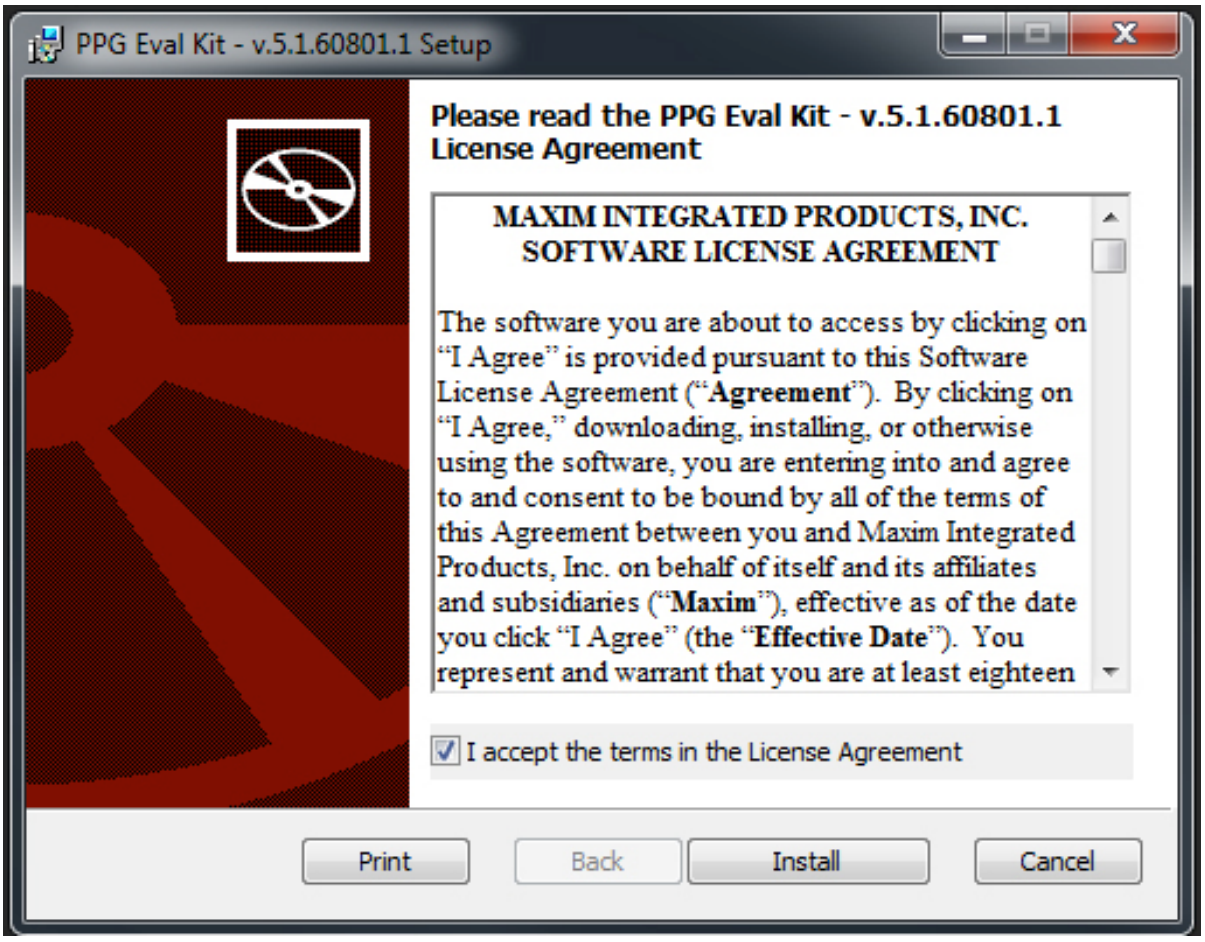
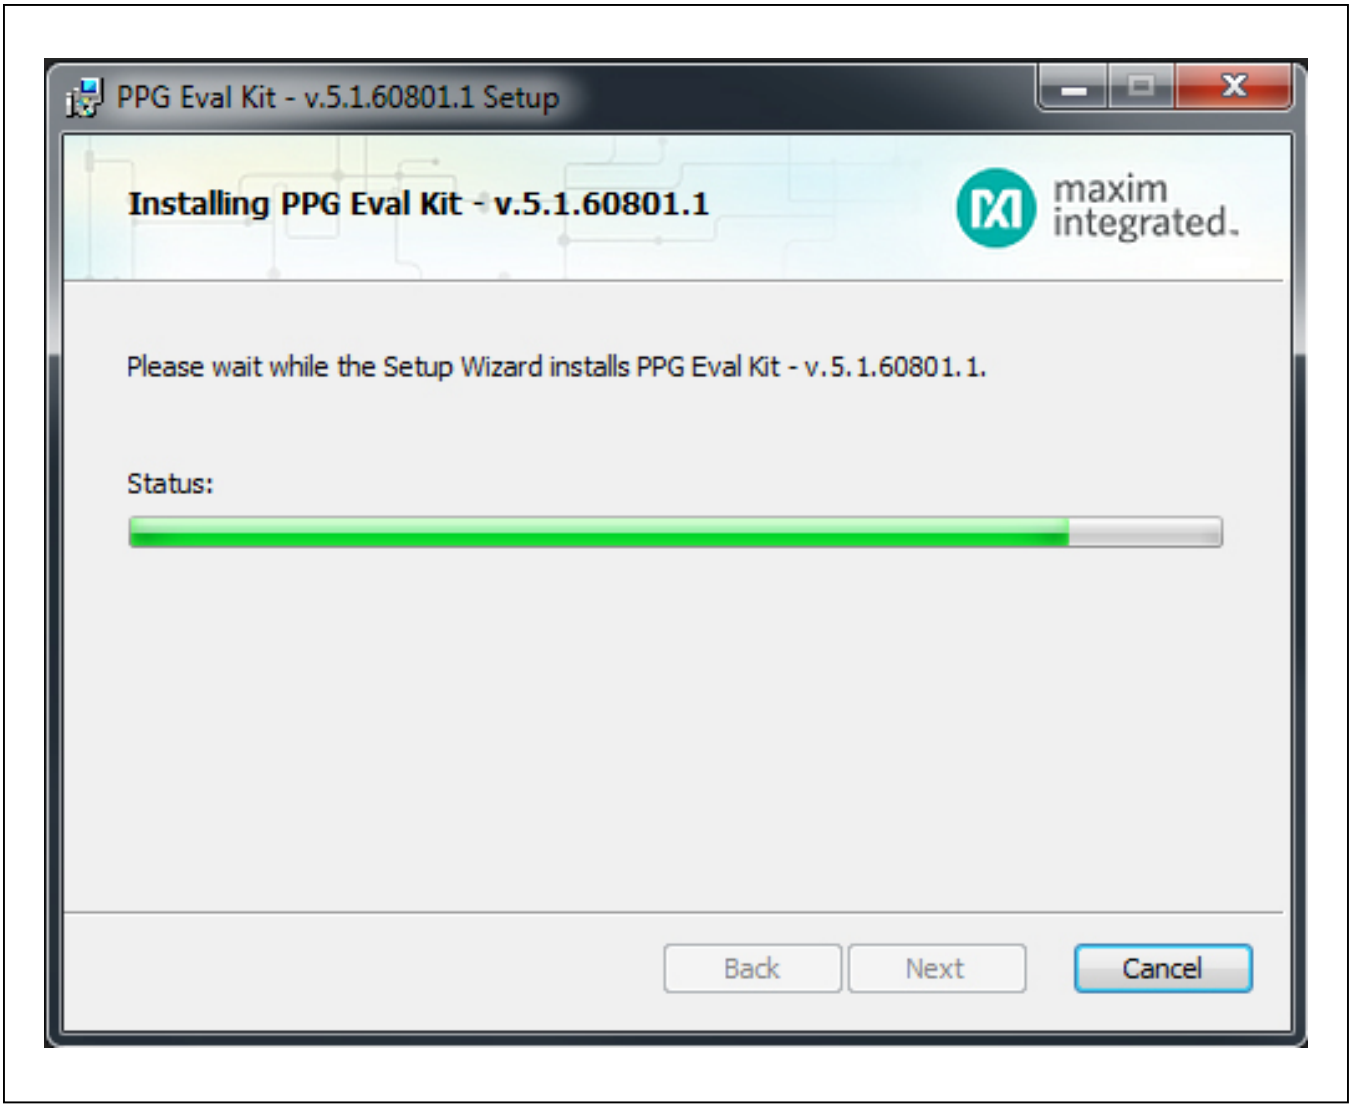
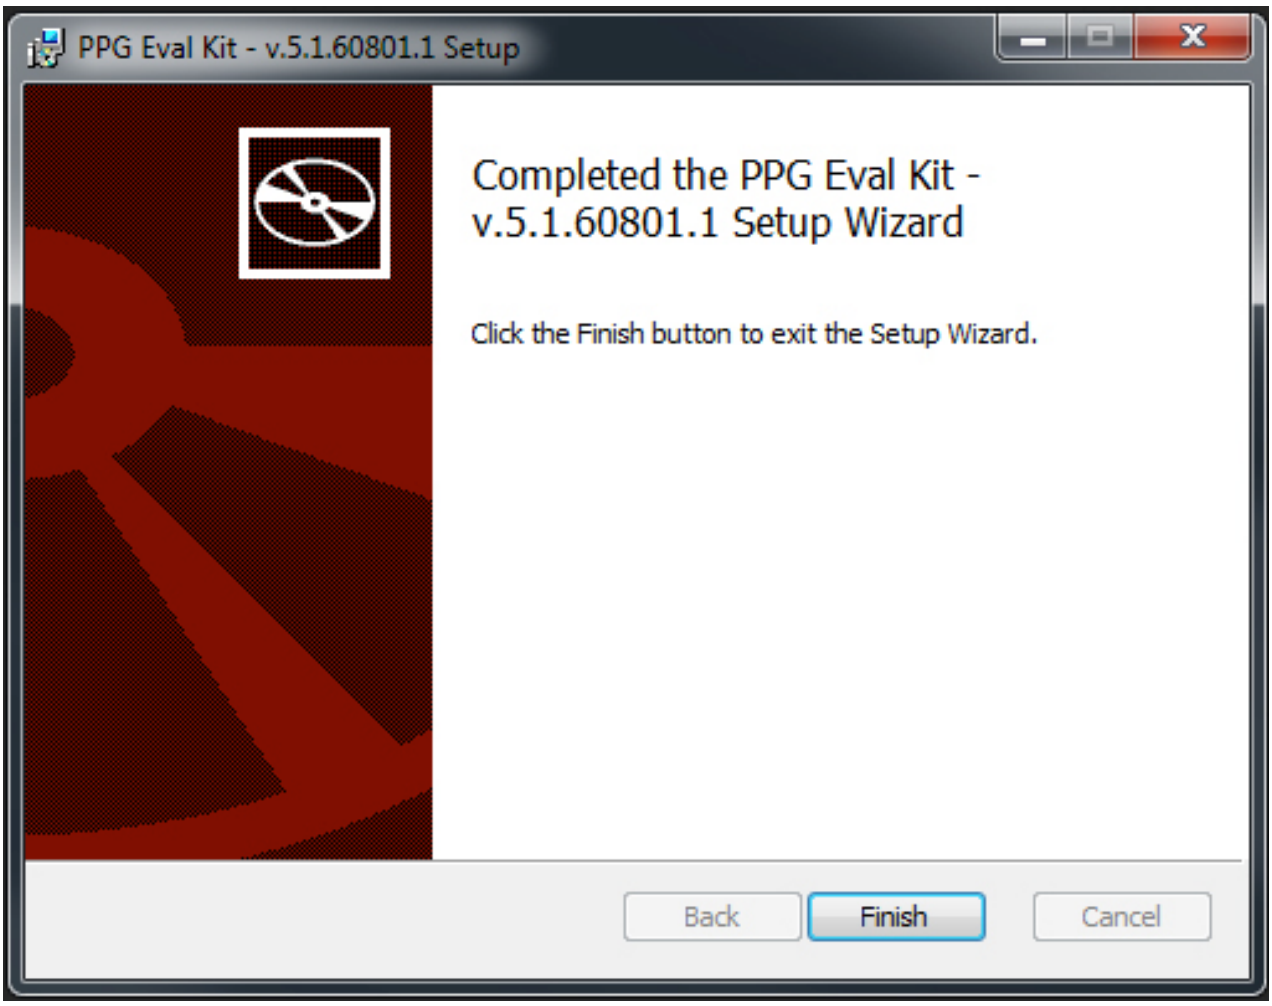

Figure 1. Setup SensorStudio Software – Step 1
Figure 2. Setup SensorStudio Software – Step 2
Figure 3. Setup SensorStudio Software – Step 3
2) Open *SetupPPG_EvKit_max86160_x.x.msi* and follow the instructions from the pop-up windows as shown in Figure 1, Figure 2, and Figure 3.